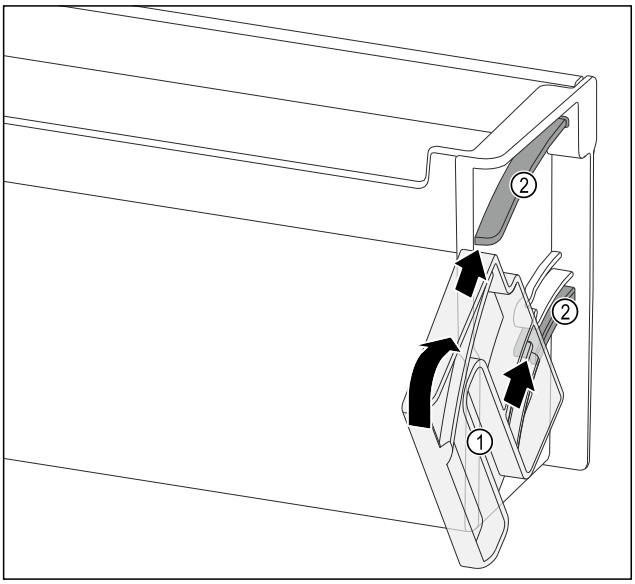

Fig. 152
▶ Position the swivel unit *Fig. 152 (1)* so that the recesses are exactly opposite the guide channels *Fig. 152 (2)* of the door racks.
▶ Turn the swivel unit *Fig. 152 (1)* in the specified direction.